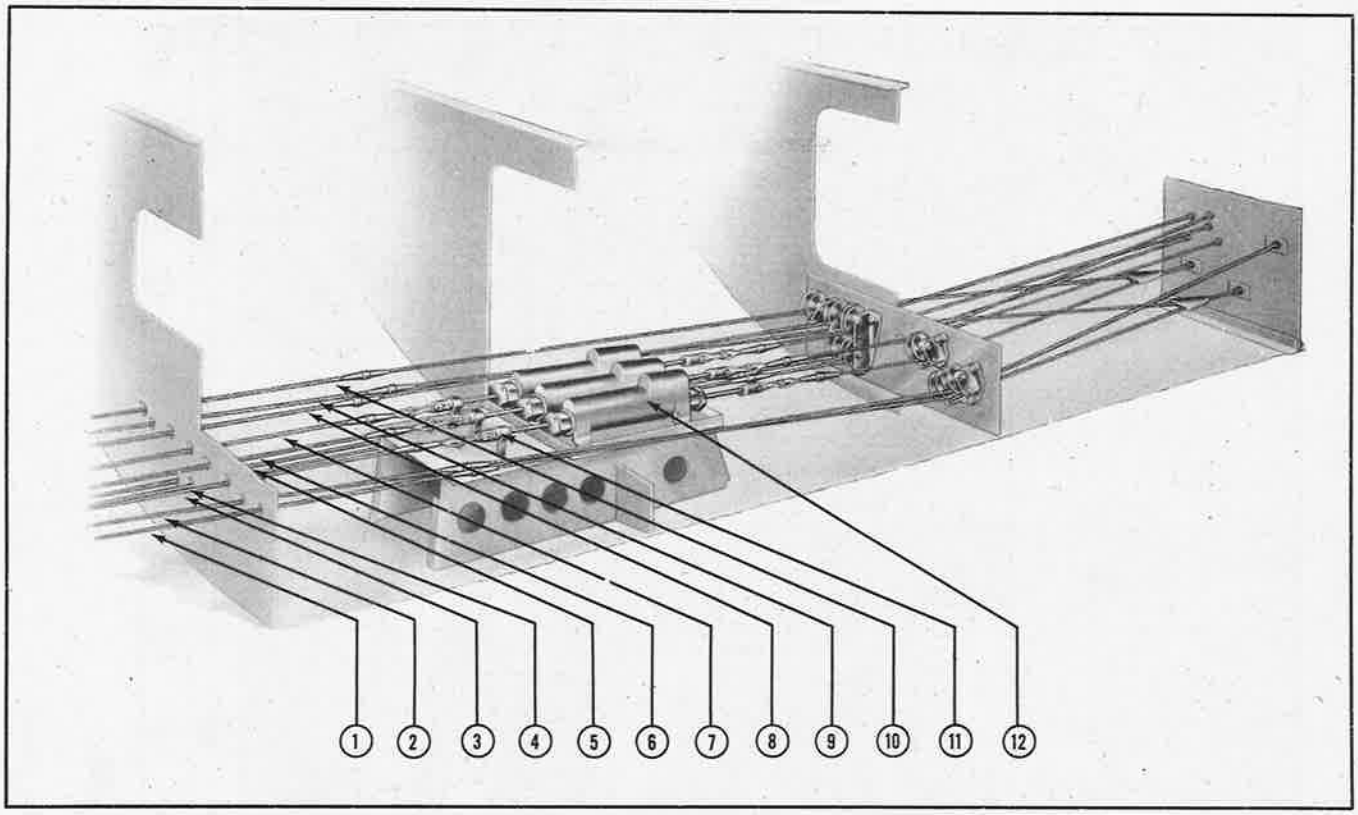
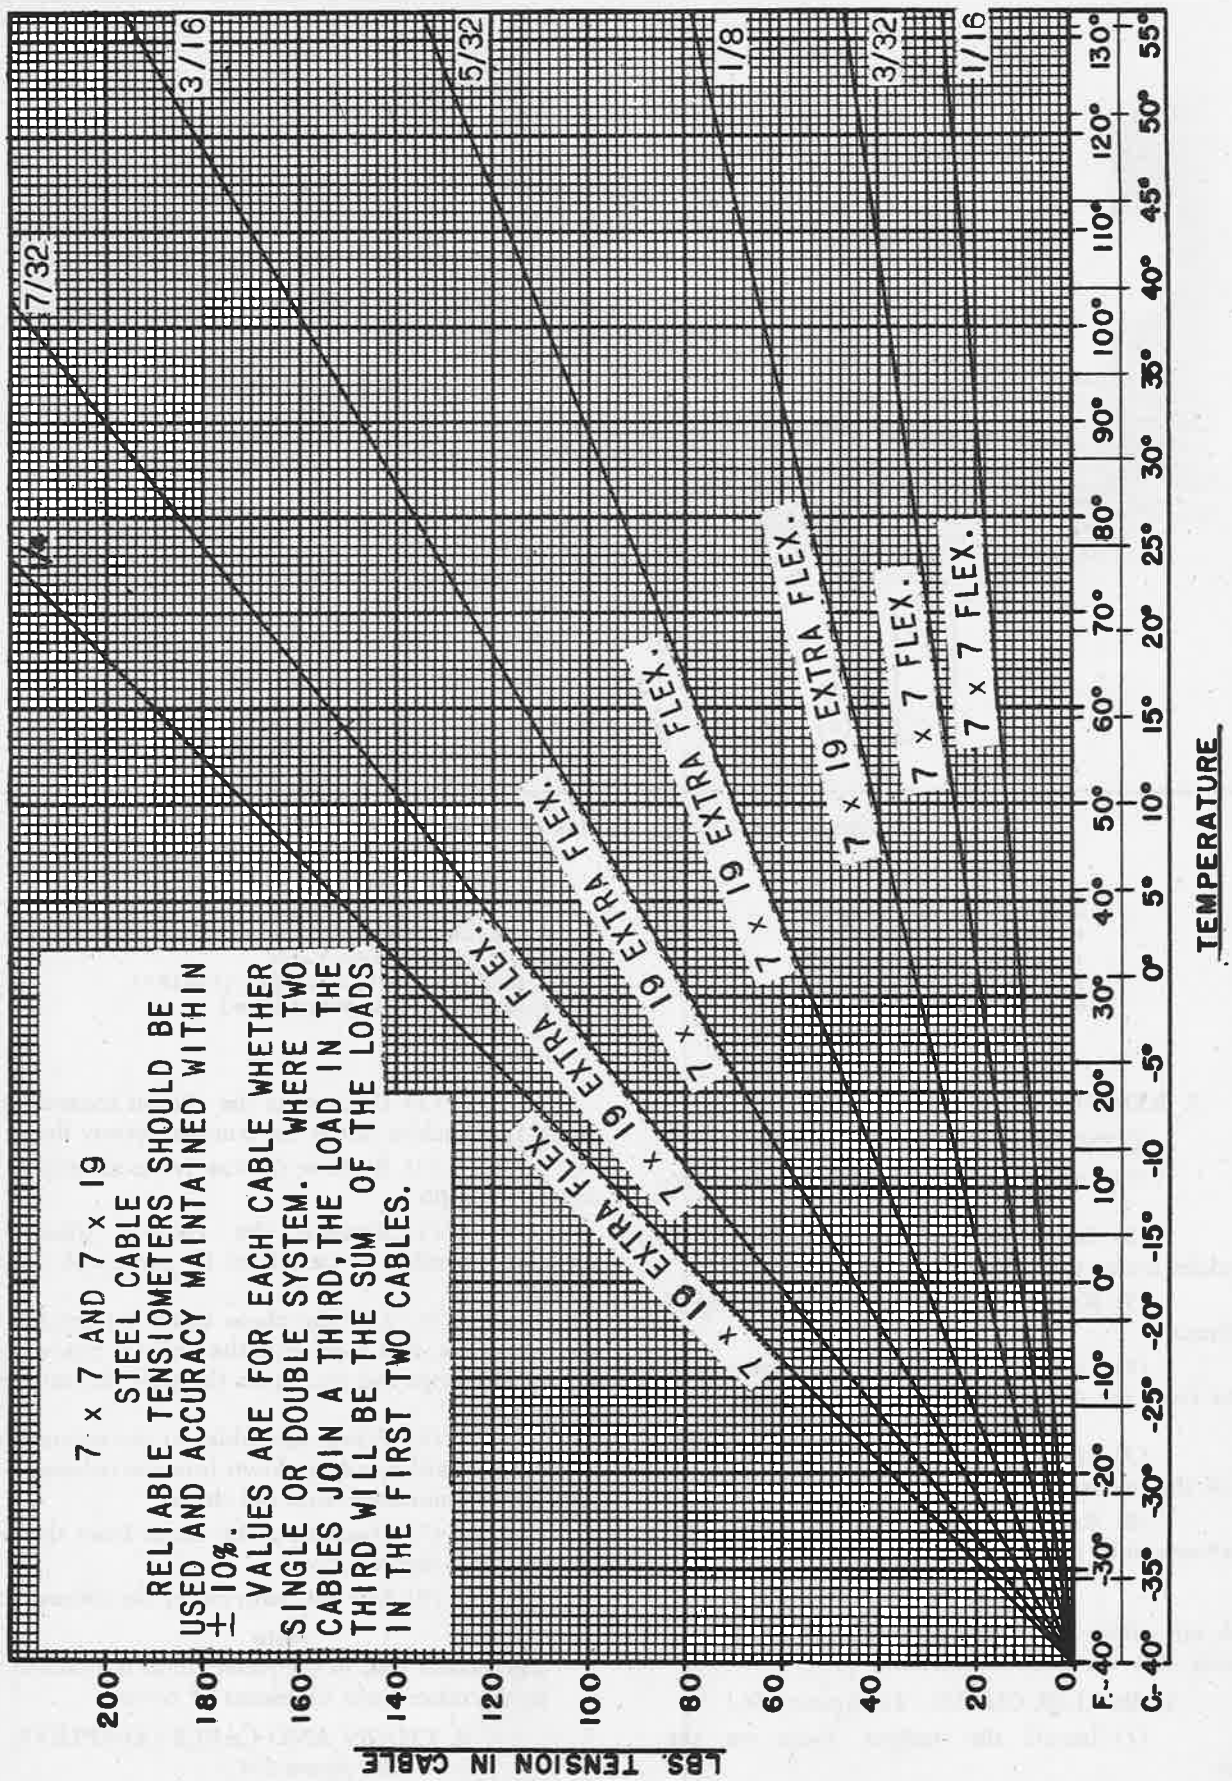

Figure 335—Control Cables at Servo Unit
Figure 336—Cable Rigging Chart
d. Check the control wheels in the pilots' compartment for neutral position. (The center spokes must be vertical.) If the wheels are not synchronized with the master differential horn, compensate by adjusting the turnbuckles (figure 335) located beneath the companionway floor. Cable tension can be maintained during adjustment by tightening the one turnbuckle the same number of turns the other is loosened.
e. Check all cables extending between the differential crank and the control wheels for proper tension. If the instruments are available, use a tensiometer and thermometer in accordance with the cable rigging chart. (See figure 336.)
(1) Check security of the blocks being used to hold the master differential horn in the neutral position.
(2) Exert normal pressure upon the control wheel in both directions. If tension is not immediately felt, the cables are too loose and a slight tightening of all aileron turnbuckles (figure 335) under the companionway floor will be necessary.
Be sure that the aileron turnbuckles are adjusted so that the aileron servo unit (figure 335) is in the neutral position when the ailerons are in neutral. (The shaft will project an equal distance from each end of the servo unit.)
(3) Check the tension of the cables extending from the master differential horn to the inboard bell crank and, if necessary, make an adjustment in accordance with the cable rigging chart. (See figure 336.) Maintain the forward and aft arm of the bell crank in a position parallel with that of the master differential horn.
c. Adjust cable tension in accordance with the cable rigging chart. (See figure 336.)